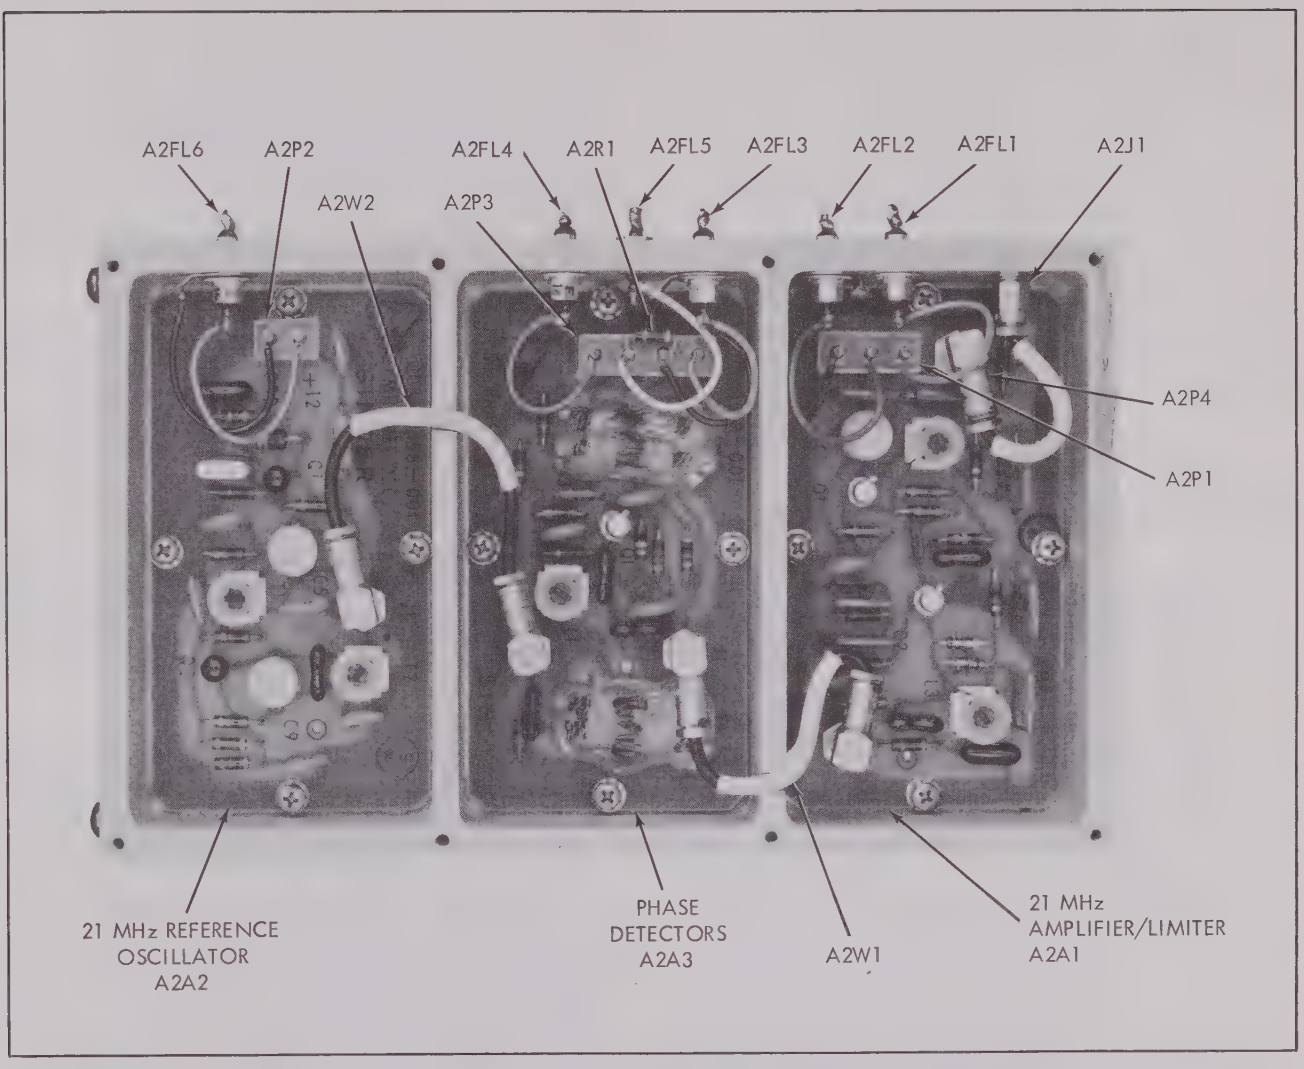

Figure 4-24. Phase Lock Casting A2, Component Locations
a. With the RF-3000 unenergized and placed upside-down, remove the six screws that secure the cover plate to phase lock casting A2. Remove the cover plate; the components and printed circuit boards will be visible and accessible. (See figure 4-24.)